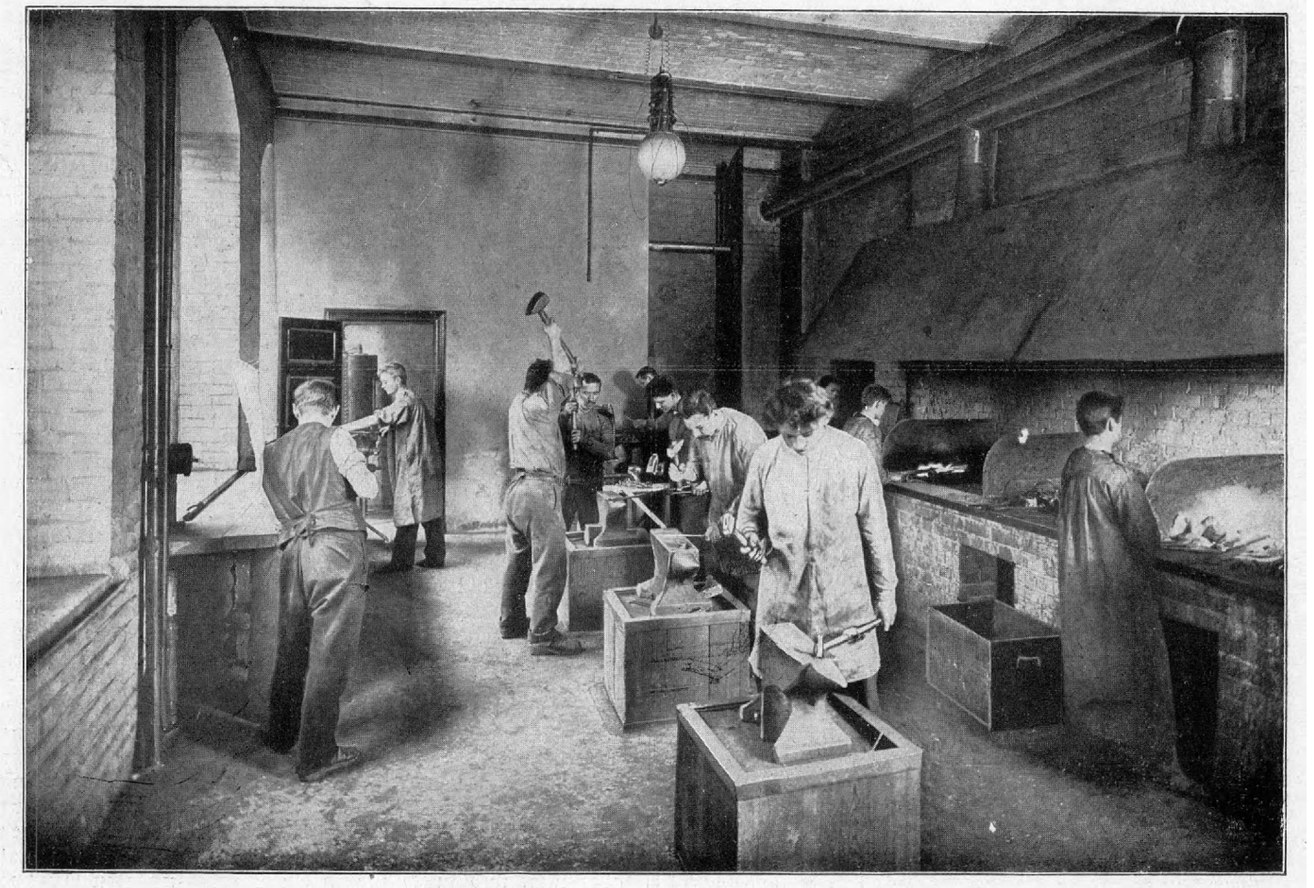

Abb. 1. Schmiede der Firma H. Windler in Berlin.
worden. Mir fiel die Aufgabe zu, näheres über den Standort und die Stärke der Geschütze auf den bei Cattaro gelegenen Berggipfeln zu ermitteln. Das Rüstzeug, das ich mit auf den Schauplatz meiner Tätigkeit nahm, war äußerst wirkungsvoll und hatte mir schon bei manchem Feldzug ähnlicher Art hervorragende Dienste geleistet. Es bestand aus einem Skizzenbuch, das eine große Anzahl zum Teil völlig ausgearbeiteter, zum Teil erst halbfertiger Zeichnungen von Schmetterlingen aller Art enthielt, ferner aus einem Farbkasten und einem Schmetterlingsnetz. In diesem Aufzuge mußte ich ja jedem, der mir an dem einsamen Bergabhange begegnete, selbst in unmittelbarer Nähe der Forts völlig unverdächtig erscheinen. Ich machte Jagd auf Schmetterlinge, und so hatte ich stets einen guten Anknüpfungspunkt zu einem Gespräch, wenn mich wirklich jemand einmal mißtrauisch beobachtete. Mit dem Skizzenbuch in der Hand trat ich dann freimütig vor ihn hin und fragte ihn mit dem unschuldigsten Gesicht von der Welt, ob er vielleicht hier in der Gegend den und den Schmetterling gesehen habe, an dem mir besonders viel gelegen sei. Neunundneunzig von hundert konnten den einen Schmetterling nicht von dem andern unterscheiden — mir selbst geht's ja im Grunde genommen ähnlich; die Sache war also gänzlich gefahrlos, und die Leute empfanden wohl im Grunde eine Art Mitleid mit dem verrückten Engländer, der diesen Insekten nachjagte. Sie sahen sich eben die Schmetterlingsskizzen nicht genau genug an, denn sonst hätten sie bemerken müssen, daß die zarten Linien auf den Flügeln die Umrisse ihres eigenen Forts darstellten und die Punkte darauf über Anzahl, Standort und Kaliber der Geschütze Auskunft gaben.“ Von andern englischen Spionen berichtet Baden-Powell, daß sie wertvolle Skizzen von Festungen in Abbildungen von Blättern, Abb. 1, gemusterten Glasfenstern, Abb. 2 und 3, von Faltern, Abb. 4 und 5, u. a. m. einfügten und glücklich in die Heimat schafften. Sehr interessant ist auch das illustrierte Kapitel „Wie sich Spione verkleiden“. Baden-Powell müßte kein Engländer sein, wenn er die Spionage nicht als einen äußerst interessanten Sport auffassen würde, „auch wenn sie nicht so großen Zwecken dienstbar wäre“. Er ist auch in Deutschland tätig gewesen und ist hier der Arretierung durch einen Posten in der Nähe eines Schießstandes nur dadurch entgangen, daß er sich betrunken stellte. Der Posten leitete ihn „zwar freundlich, aber entschlossen“ bis zur Grenze seines Wachtbezirkes und gab ihm den Rat, nach Hause zu gehen, was er sich natürlich nicht zweimal sagen ließ. Den Wert des Versteckspiels zeigt Baden-Powell an nachstehendem, in Abb. 6 dargestellten Beispiel: Innerhalb einer hohen Mauer lag eine Werft, in der man, wie das Gerücht ging, mit dem Bau eines neuen Maschinenhauses und vielleicht auch mit der Anlage eines neuen Trockendocks beschäftigt war. Baden-Powell benutzte den Zeitpunkt, in welchem ein Lastfuhrwerk in das Innere des abgesperrten Raumes einfuhr, dazu, sich hinter diesem zu verbergen und zugleich mit diesem einzutreten, nachdem ihn bei einem erstmaligen Versuch ein Polizist (1) zurückgewiesen hatte. Auch vor einem zweiten Polizisten (2) konnte er sich hinter dem Fuhrwerk verbergen, und er lief dann, wie in Abb. 6 in punktierten Linien angegeben ist, um das im Bau befindliche Maschinenhaus herum und erkletterte mit der Geschicklichkeit eines Laternenputzers eine dort stehende Leiter. Der Polizist (2) war ihm gefolgt, sah ihn aber nicht und suchte ihn in einem nebenliegenden Schuppen. Inzwischen erkletterte der Spion das Baugerüst und erblickte hier eine zweite Leiter, die aber nicht bis auf den Erdboden hinabführte, sondern nur bis zu einem Zwischenstock. Von seinem Standorte aus hatte er einen ausgezeichneten Überblick über die Werft, und nicht weit entfernt lagen die Ausgrabungsarbeiten des neuen Docks, dessen Umfang er leicht abschätzen konnte. Mittlerweile hatten sich die beiden verfolgenden Polizisten miteinander vereinigt; sie vermuteten den Spion aber nicht in dem Neubau, sondern suchten ihn in einem Güterschuppen. Da sie hierüber die Überwachung des Torweges vergaßen, so begab sich Baden-Powell eiligst auf dem Gerüst herum nach derjenigen Stelle, wo sich die kürzere Leiter befand, kletterte auf dieser, soweit sie abwärts reichte, hinab und ließ sich, nachdem er sich durch einen raschen Blick überzeugt hatte, daß niemand in der Nähe war, an einer der Gerüststangen hinunter und schlüpfte dann, ohne gesehen zu werden, zum Tore hinaus.